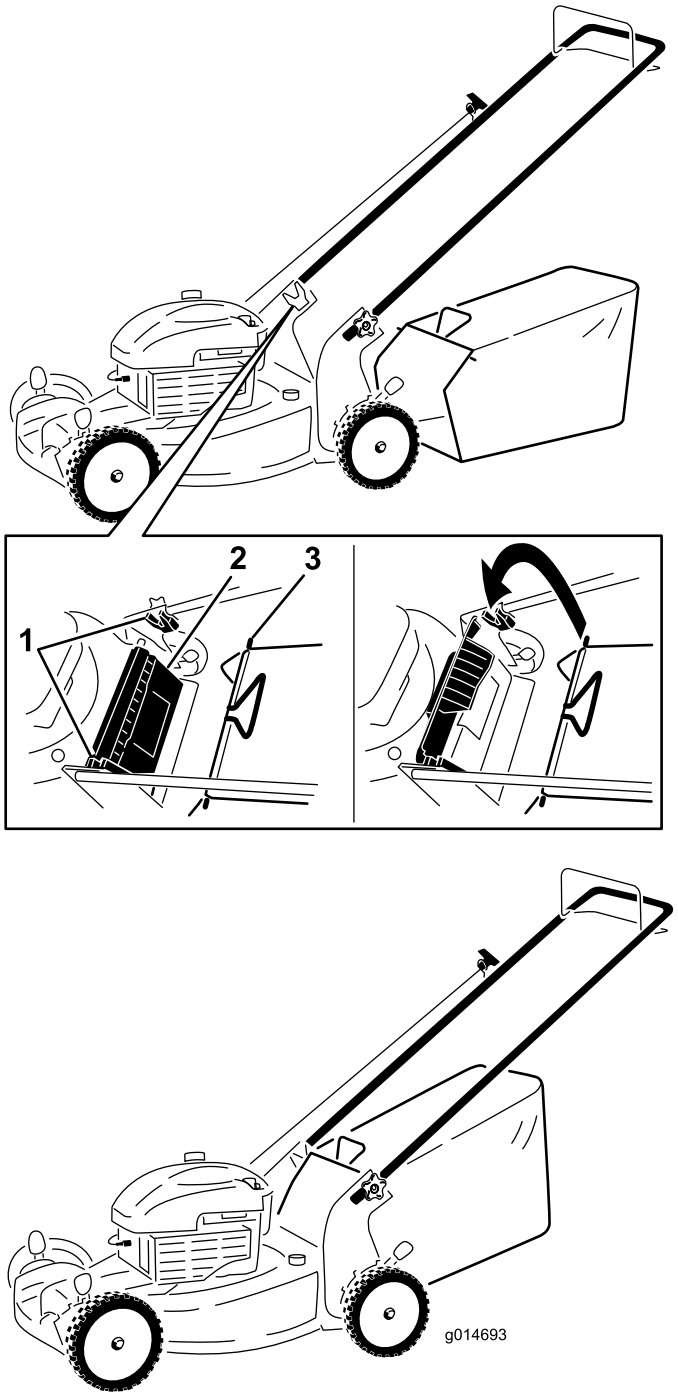

Figur 13
1. Höj och håll upp den bakre gräsriktaren (Figur 13).
2. Montera gräsuppsamlaren och kontrollera att piggarna på uppsamlaren vilar i skårorna på handtaget (Figur 13).